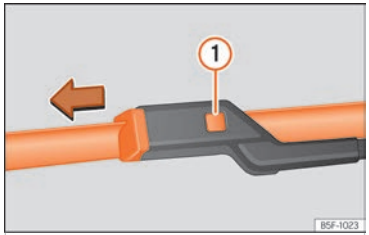

Fig. 152 Cambio de las escobillas del limpiaparabrisas.
- Mantenga presionada la tecla de desbloqueo ››› fig. 152 (1) tirando ligeramente de la escobilla en el sentido de la flecha.